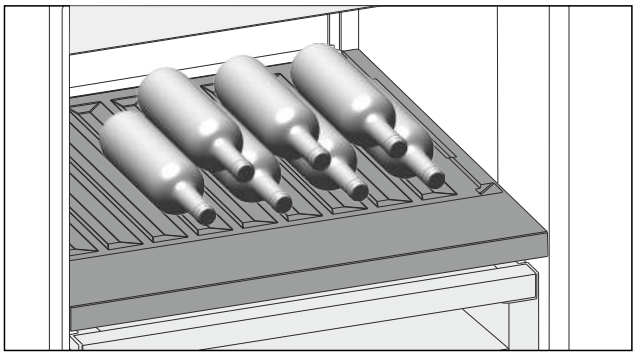

Fig. 158
▶ Insert the bottles facing backwards towards the rear wall. (see Fig. 158)